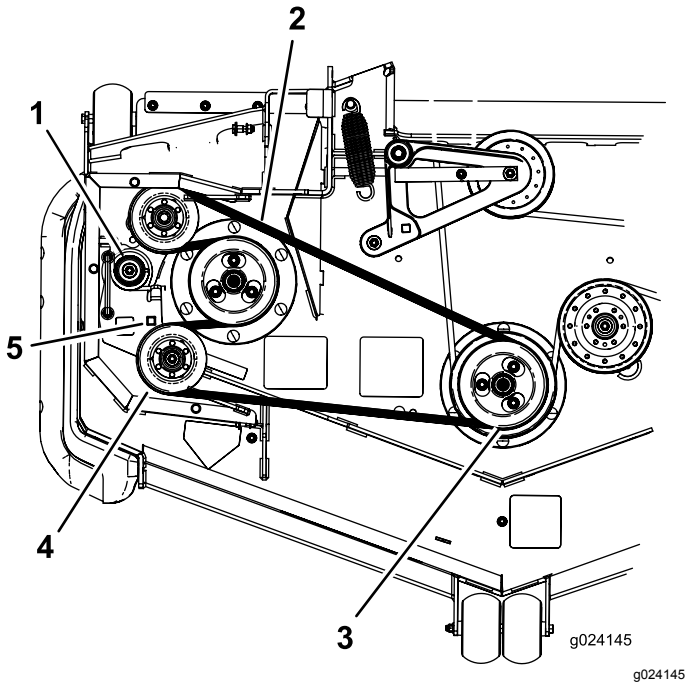

Figur 71
7. Brug en skralde i det firkantede hul i styrearmen for at fjerne spændingen på styrefjederen (Figur 71).